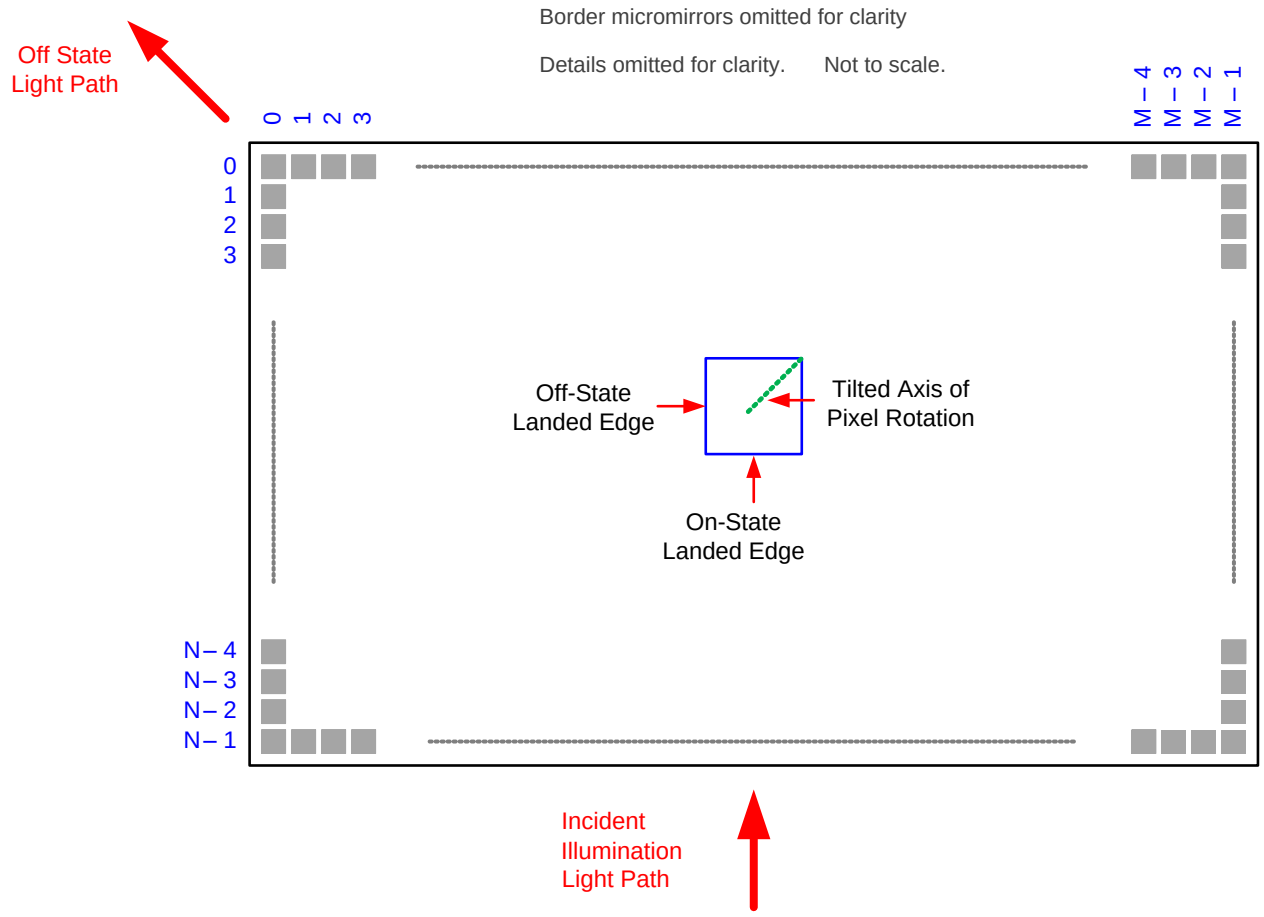

Figure 10. Micromirror Landed Orientation and Tilt
(1) Limits on variability of micromirror tilt angle are critical in the design of the accompanying optical system. Variations in tilt angle within a device may result in apparent non-uniformities, such as line pairing and image mottling, across the projected image. Variations in the average tilt angle between devices may result in colorimetric and system contrast variations.
(2) See Figure 10.
(3) An out-of-specification micromirror is defined as a micromirror that is unable to transition between the two landed states within the specified Micromirror Switching Time.